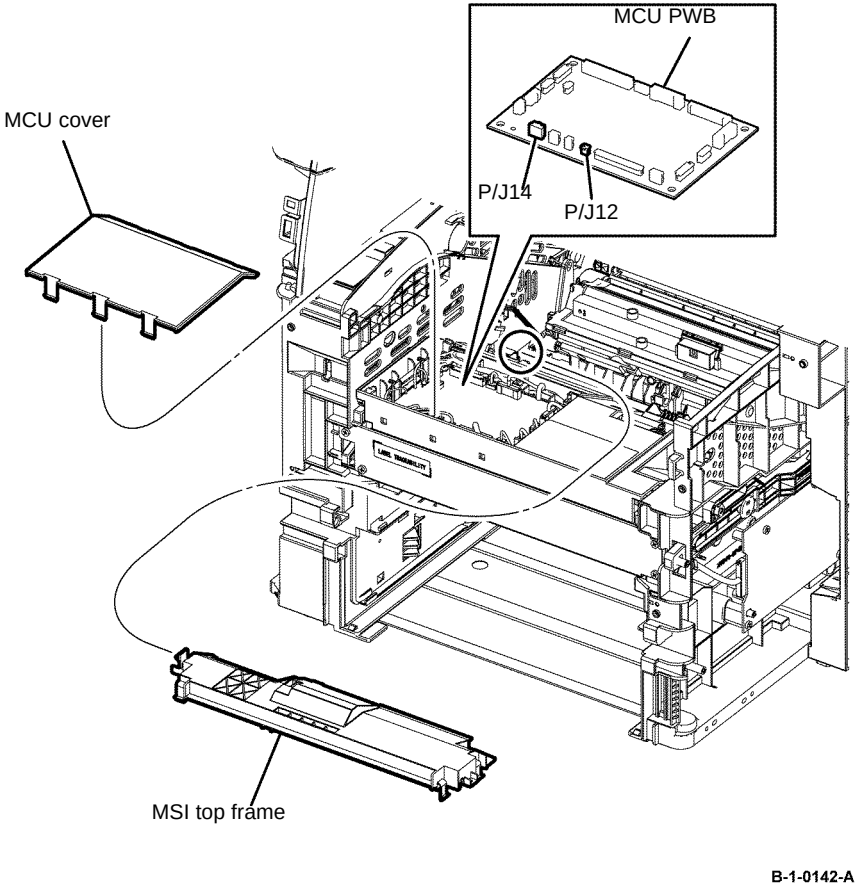

Figure 1 Registration transport assembly harness release
16. Release four hooks, then remove the MSI top frame, Figure 1.
17. Remove the MCU cover by releasing the hook. Disconnect P/J12 and P/J14 from the MCU PWB, then release the registration transport assembly harness from the harness guide, Figure 1.